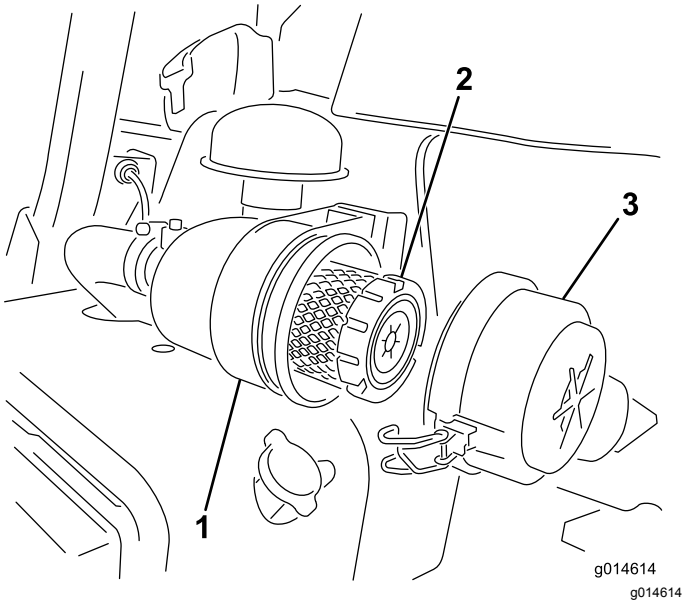

Figur 26
1. Utløs låsene som fester luftrenserdekslet til luftrenserhuset (Figur 26).
7. Fest låsene (Figur 26).